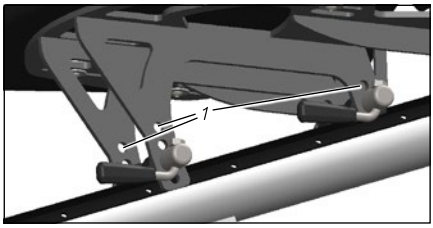

Fig. :8
1. Ouvrez et retirez le dispositif de serrage rapide et les différents composants de fixation (rondelle, 2x coulisseaux, écrous moletés). Sélectionnez la paire de trous adéquate *(« Fig. :8 »).*